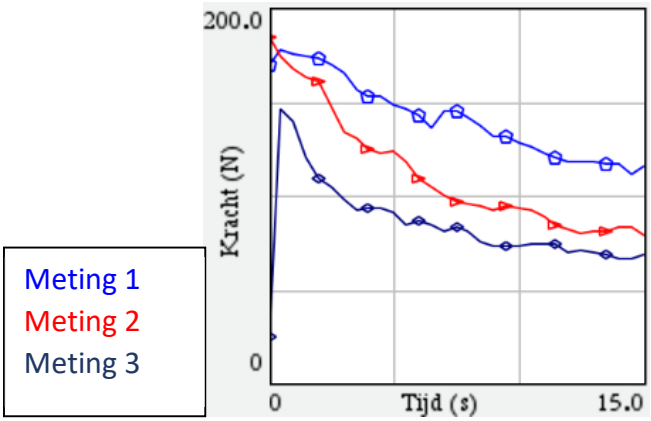

Figuur 2: resultaten experiment 3
1. Neem de handkrachtmeter in de hand. Knijp 1 seconde na het startsignaal zo hard mogelijk op de handkrachtmeter (zie figuur 2).
3. Bewaar deze meting als run 1 (V).
5. Bewaar deze meting als run 2 (V).
7. Bewaar deze meting als run 3 (V).